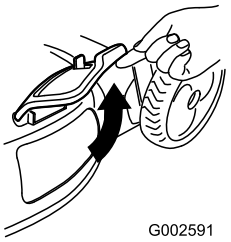

Figure 20
2. Lift open the side-discharge door (Figure 20).